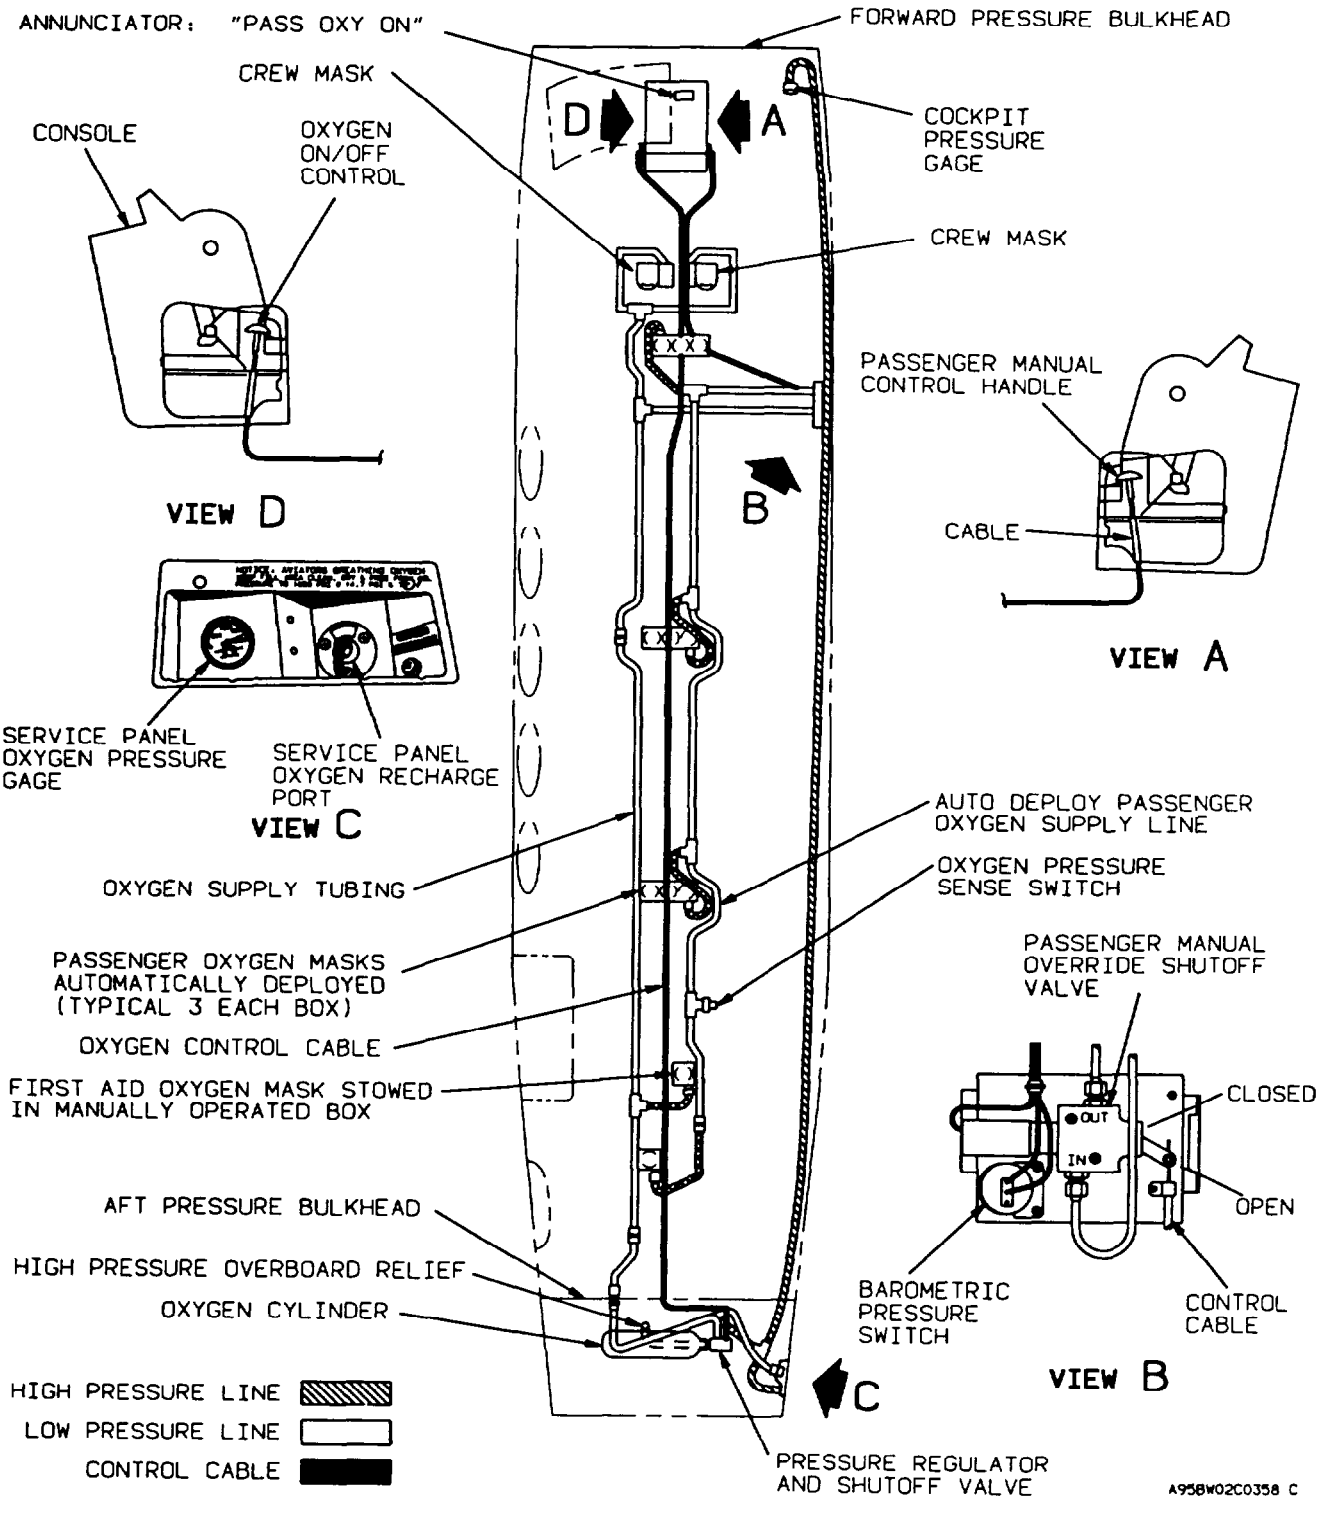

Figure 2-24. Oxygen System
a. Description. The oxygen system (fig. 2-24) is provided primarily as an emergency system; however, the system may also be used to provide supplemental (first aid) oxygen. One 77 cubic-foot capacity oxygen supply cylinder, charged with aviator's breathing oxygen, is installed in the unpressurized portion of the aircraft behind the aft pressure bulkhead. The pilot's and copilot's positions are equipped with mask mounted diluter demand/100% regulators, which automatically mix the proper amount of oxygen for a given amount of air at altitude. Drop out masks are provided for passengers. A first aid oxygen mask is also provided in the cabin. A gage, placarded **OXYGEN,** located on the copilot's subpanel (fig. 2-6), displays oxygen supply pressure. Oxygen system refilling is accomplished through a single filler valve located on the aft right side of the fuselage exterior. The oxygen system control circuit is protected by a 5-ampere circuit breaker placarded **OXYGEN CONTROL,** located on the right sidewall circuit breaker panel (fig. 2-7). Table 2-4 shows oxygen flow planning rates vs. altitude. Table 2-5 shows oxygen duration capacities of the system in liters per minute (LPM) per mask at normal temperature and pressure, dry (NTPD). Figure 2-25 provides a graph which depicts oxygen cylinder capacity.
e. **Passenger Oxygen System.** The passenger oxygen system is of the constant flow type. Anytime the cabin pressure altitude exceeds approximately 12,500 feet, a barometric pressure switch automatically energizes a solenoid which opens the passenger oxygen system shut-off valve. The pilot or copilot can open the valve manually anytime by pulling out the passenger oxygen manual control handle, located on the right side of the pedestal (fig. 2-24). Once the passenger oxygen system shut-off valve has been opened (either automatically or manually), oxygen will flow into the passenger oxygen supply line, if the primary oxygen system line has been charged (that is, the oxygen supply cylinder contains oxygen and the **PULL ON SYS READY** handle in the cockpit is pulled out). When the passenger oxygen supply line is charged the green **PASS OXY ON** annunciator on the caution/advisory annunciator panel will illuminate, and the cabin lights, foyer light, and the center baggage compartment light will be illuminated in the full bright mode regardless of the position of the cabin lights switch, placarded **BRIGHT - DIM - OFF,** located on the copilot's subpanel. Oxygen pressure in the passenger line causes the passenger oxygen masks to drop out of the overhead mask compartments. The lanyard on the mask must then be pulled out in order to start the flow of oxygen.